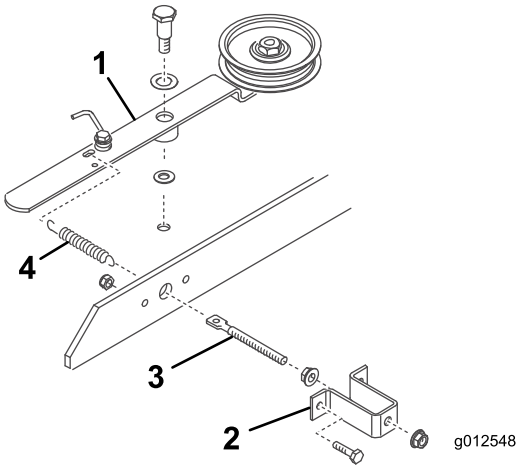

Figur 20
3. Skruva på en flänsmutter (5/16-18 tum) cirka 5 cm på den gängade stången (Figur 20).
4. För in den gängade stångens ände i det stora hålet i fjäderfästet och fäst den löst med en annan låsmutter (5/16-18 tum) (Figur 20). Dra inte åt flänsmuttrarna.
5. För in den gängade stångens andra ände i hålet i bryggskenan och fäst fjäderfästet vid bryggan med två skruvar och låsmuttrar (Figur 20).
6. Haka i fjäderns korta krok i den gängade stångens hål, och den långa kroken i remskivarmens hål (Figur 20).
7. Montera remskivarmen på däcket med hjälp av följande delar, i denna ordning: en svängskruv (3/8-16 tum), en tryckbricka (1/2 tum), remskivarmen, en tryckbricka (3/8 tum), däcket och en låsmutter (3/8-16 tum) (Figur 20). (Dra inte åt flänsmuttrarna på den gängade stången ännu. Justera fjäderns spänning efter att blåsarenheten och remmen har monterats.)